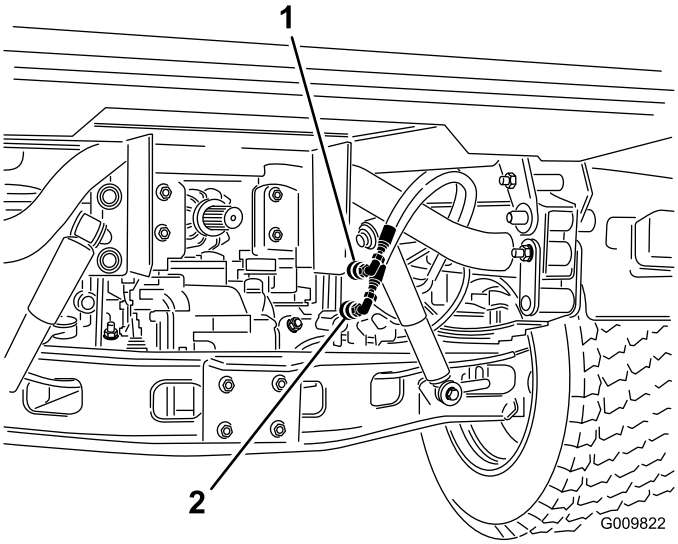

**Figur 75**
2. Koble de to hurtigkoblingsslangene på begge maskinene fra slangene som er festet til koblingsbraketten (Figur 75).